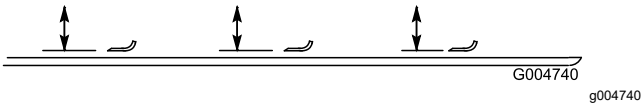

Figur 129
2. Rotera kniven tills ändarna är riktade framåt och bakåt och mät från klippenhetens insida till skäreggen framtill på knivbladet (Figur 129).